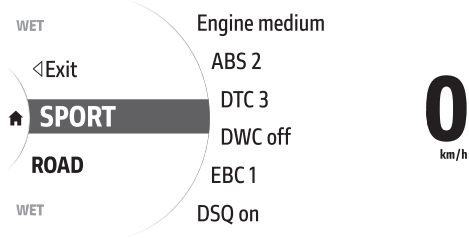

Fig 77
- Press and hold the MODE/ENTER button (3) for a long time.
- The dedicated screen is displayed (Fig 77) where, using buttons (1) and (2), it is possible to scroll through the available Riding Modes and display the parameters with the relevant set values.
- Press the MODE/ENTER button (3) to confirm.